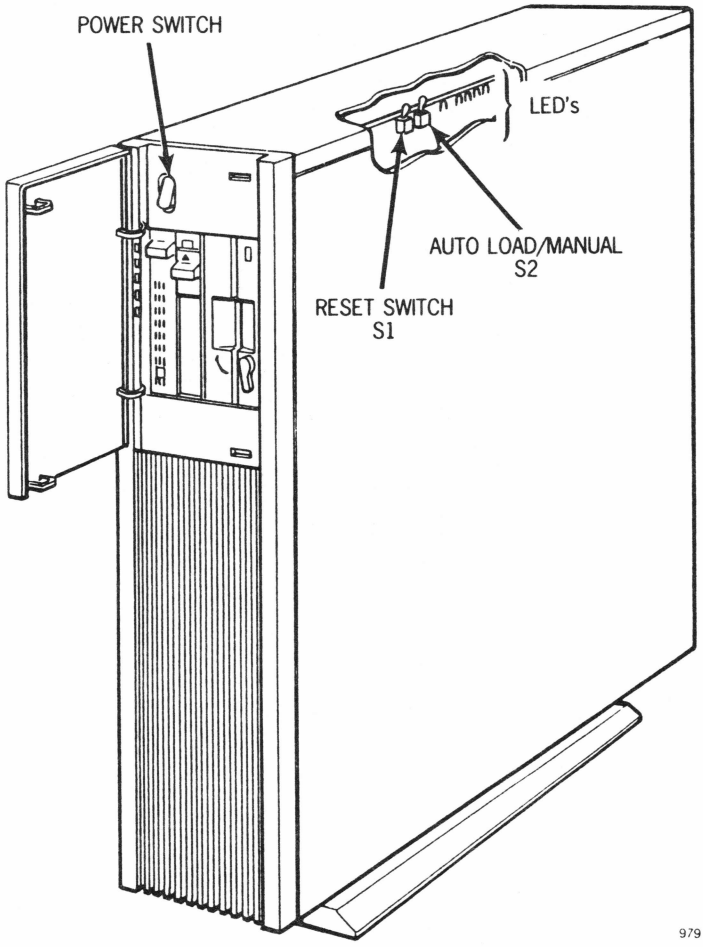

Figure 1-2. U 5000/30 and U 5000/35 SUS Component Identification
1. Put the AUTO LOAD/MANUAL switch (switch S2 on the PMC module) in the AUTO LOAD position. Figures 1-2 and 1-3 illustrate the locations of these switches.